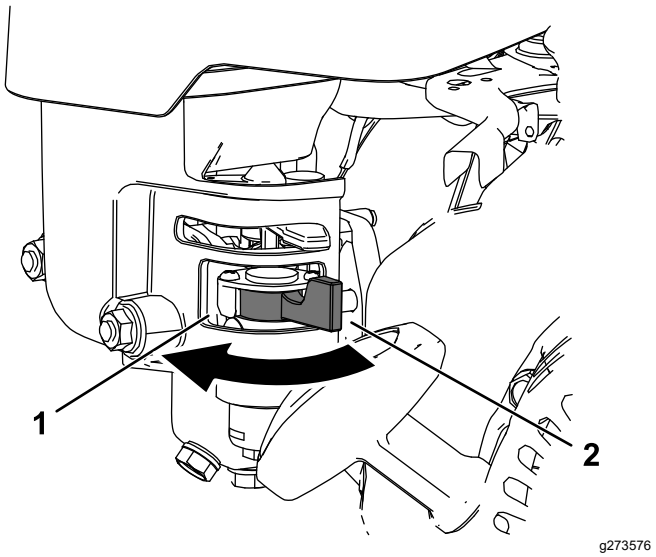

Figur 22
- Öppna bränsleventilen genom att vrida bränslekranen mot startsnörets handtag (Figur 22).
- Stäng bränsleventilen genom att vrida bort bränslekranen från startsnörets handtag (Figur 22).